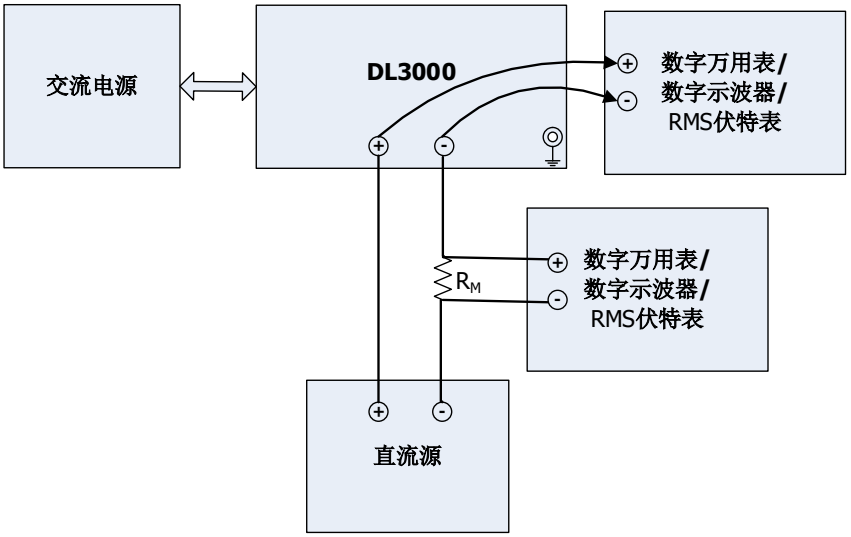

图 2-3 恒阻测试连接
执行测试之前，请根据所在国家的市电电压值，通过电子负载后面板“电压选择器”选择合适的电压（本手册中的测试均以选择 230 Vac 为例）。在常温（25℃左右）状态下，使用“**推荐的测试设备**”一节所推荐的设备按图 2-3 所示进行连接。测试过程中，请根据电子负载后面板“电压选择器”已选择的电压设置交流电源的电压值。
1. 关闭 DL3031A，按照图 2-3 所示连接 DL3031A、交流电源、直流源、电流采样电阻（阻值 R_M 为 0.01 Ω）和数字万用表（请注意电流采样电阻与 DL3031A 的通道输入端子和数字万用表的连接方法），并使用 USB 数据线通过电子负载后面板的 USB DEVICE 接口将电子负载与计算机相连。